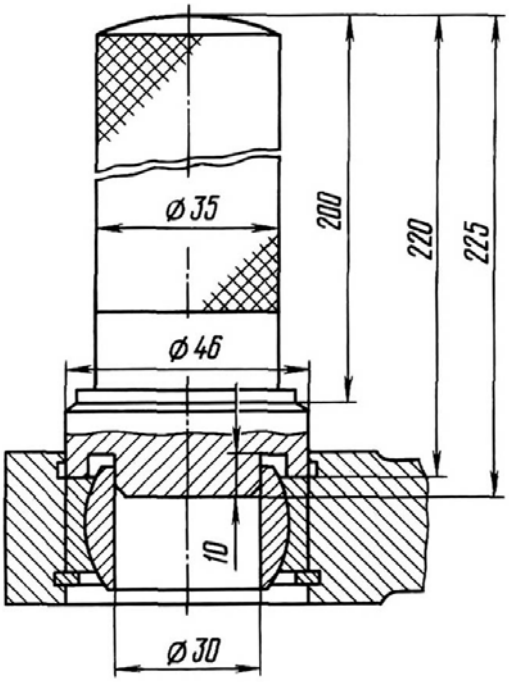

Рис.79. Оправка для запрессовки и выпрессовки шарнирного подшипника
10. Снять стопорные кольца 28 и выпрессовать с помощью оправки (рис.79) шарнирный подшипник 27 из опоры.